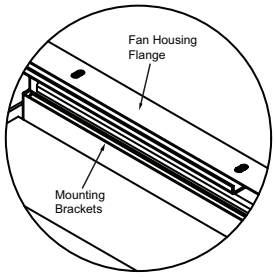

**Figure 3**
3. With the damper secured to the fan housing, the assembly can be attached to the structure above using the holes in the fan housing flange or the supplied mounting brackets. If the mounting brackets are used, position the mounting brackets under the damper mounting flanges or under the fan housing flange as required. Position the slot so it aligns with the holes in the fan housing and/or the holes in the damper mounting flanges (See Figure 3). If the damper/fan is being attached to the adjacent structure, the brackets must be used and adjusted to fit accordingly. If the damper/fan is supported from structure above, the brackets should be adjusted so the ends of the brackets align accordingly. Once the brackets are adjusted, attach them to the flange of the fan housing using four #10-32 screws and nuts supplied. A minimum of two fasteners per side is required.